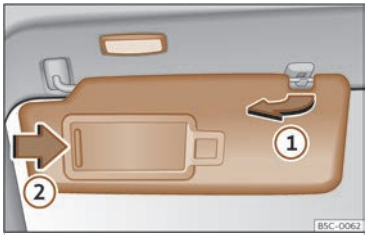

Fig. 115 Pare-soleil.
- Le pare-soleil peut être retiré du support et rabattu contre la portière ››› fig. 115 ①.